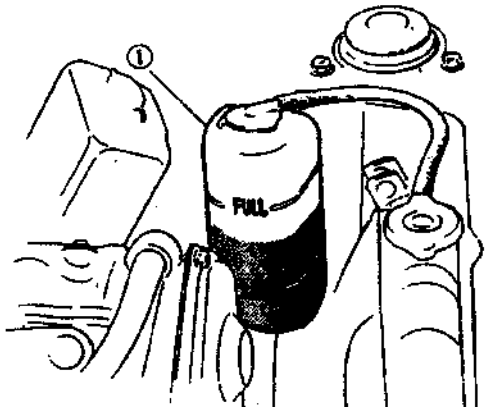

Fig. 1.4-7
(3) Dismount hydraulic accumulator ①, empty liquid. See Fig. 1.4-7.